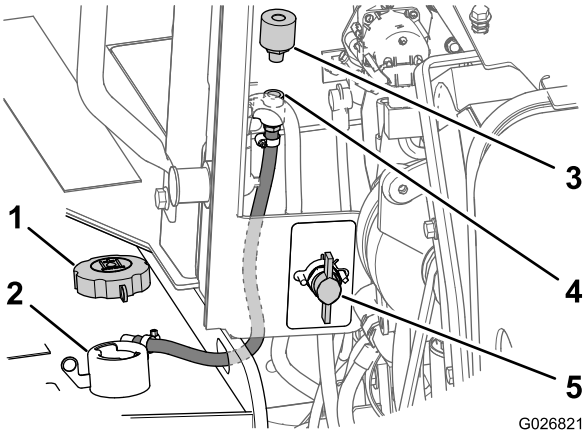

Figure 106
2. Tournez le coupe-batterie en position désactivée (Figure 106).
3. Enlevez le bouchon de remplissage du goulot de remplissage du réservoir (Figure 106).
4. Sur l'avant du panneau du compartiment moteur, déposez le reniflard situé sur le raccordement de tuyau en le tournant dans le sens antihoraire (Figure 106).
5. Insérez le nouveau reniflard dans le raccordement de tuyau et serrez-le à la main (Figure 106).